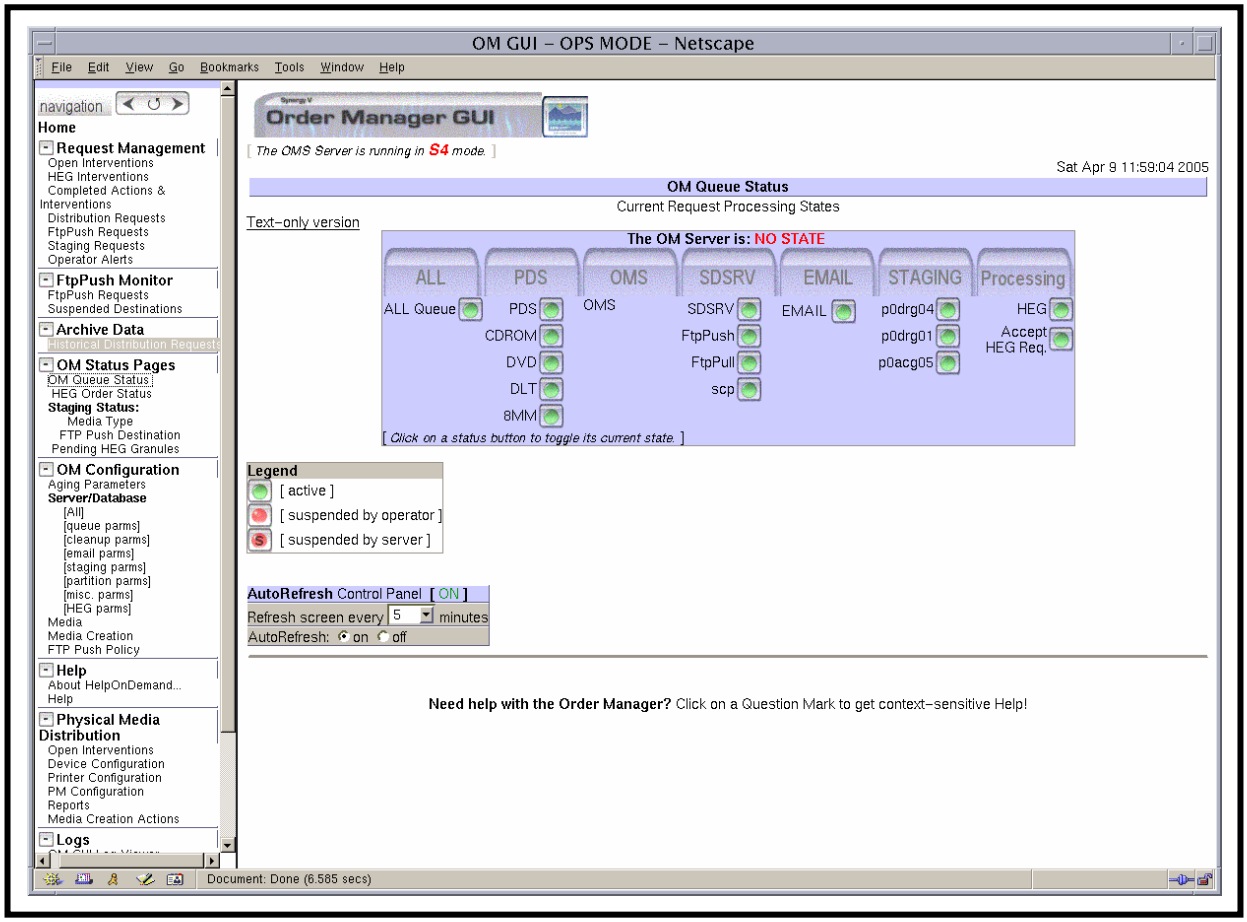

Figure 51. OM Queue Status Page
The **OM Queue Status** page (Figure 51) provides the full-capability operator with a means of checking and modifying OM queue status. The **OM Queue Status** page allows the full-capability operator to monitor and change the current status of request queues for all media as well as the request queues for OMS, SDSRV, e-mail, staging, and HEG. (The limited-capability operator can monitor but cannot change the status of queues.) In addition, the **OM Queue Status** page allows both full-capability and limited-capability operators to determine the status ("up" or "down") of the Order Manager Server.
2 If the **OM Queue Status** page (Figure 51) is not already being displayed, click on the **OM Queue Status** link in the navigation frame of the **OM GUI**.
- The **OM Queue Status** page (Figure 51) is displayed.